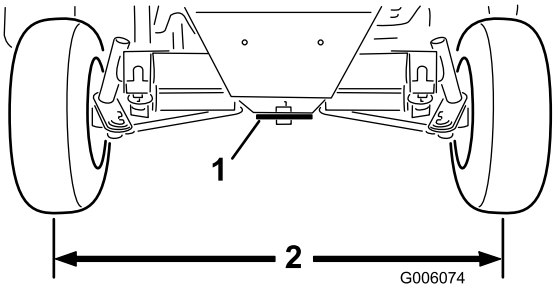

Figur 58
3. Justera bägge dragstängerna tills avståndet från mitt till mitt framtill och baktill på bakhjulen är detsamma (Figur 58).